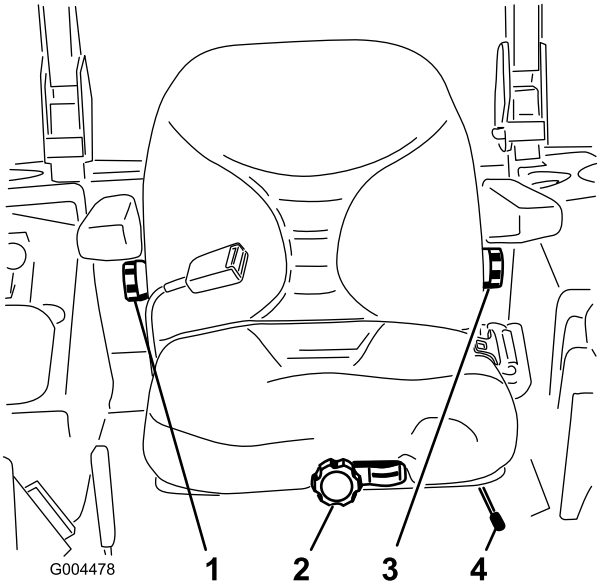

Рисунок 8
1. Для выполнения регулировки передвиньте рычаг в поперечном направлении, чтобы разблокировать сиденье (Рисунок 8).
Не занимая сиденье, поворачивайте ручку регулировки положения сиденья в обоих направлениях, пока не будет достигнуто максимально комфортное положение (Рисунок 8).
Для регулировки спинки сиденья поворачивайте ручку под правым подлокотником в обоих направлениях, пока не будет достигнуто максимально комфортное положение (Рисунок 8).
Для регулировки спинки сиденья поворачивайте ручку под левым подлокотником в обоих направлениях, пока не будет достигнуто максимально комфортное положение (Рисунок 8).